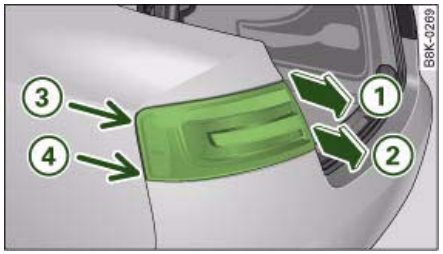

Fig. 303 Removing rear light from side panel
– Gradually ease the light housing out of the rubber mountings (positions ⇒ fig. 303 (3) and (4)) by pulling alternately in direction of arrows (1) and (2). If necessary use the tool for changing bulbs from your vehicle's toolkit to carefully apply some pressure between positions (3) and (4) ⇒ (!).